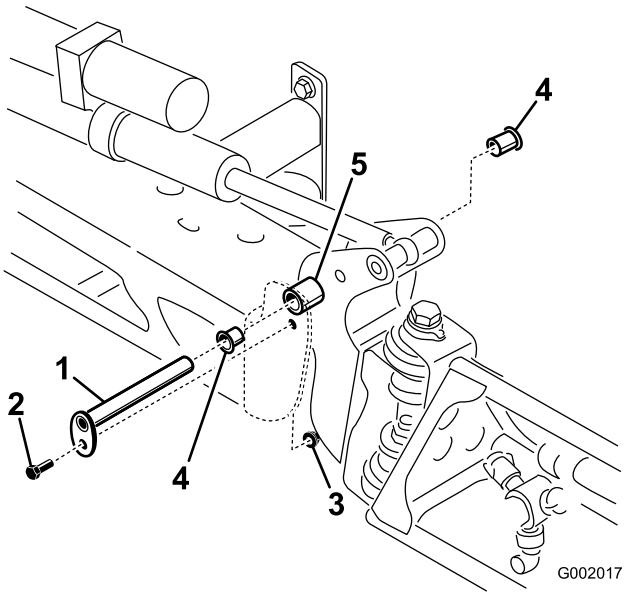

Figur 60
3. När sprutrampens vikt hålls upp tar du bort bulten och muttern som fäster svängtappen på sprutrampsenheten (Figur 60). Ta bort svängtappen.
5. Ta bort nylonbussningarna från fram- och baksidan på tappfästet, och undersök dem (Figur 60). Byt ut skadade bussningar.
7. Montera sprutrampen och tappfästsenheten på mittramen, och se till att hålen kommer i höjd med varandra (Figur 60).